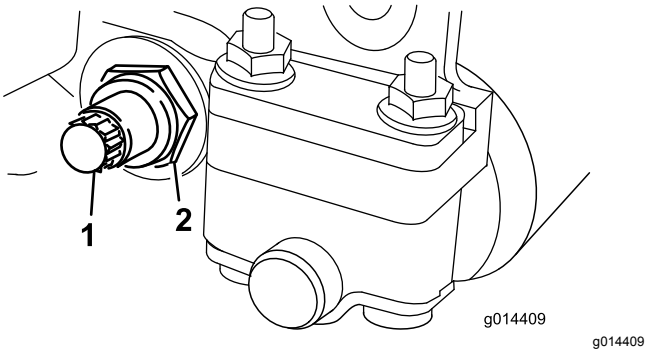

Rysunek 21
3. Po każdej stronie maszyny poluzuj nakrętkę zabezpieczającą mocującą śrubę listwy noża dolnego (Rysunek 21).
4. Zdemontuj każdą śrubę listwy noża dolnego, umożliwiając tym samym usunięcie i demontaż noża dolnego z urządzenia (Rysunek 21).